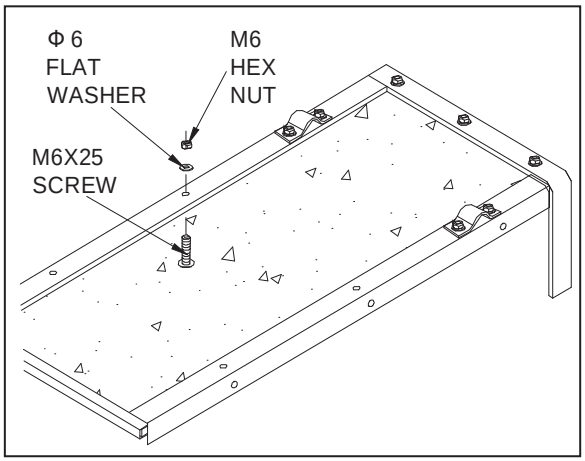

FIGURE 4
6. Secure both side angle assemblies to the bottom panel using four M6X25 screws, flat washers and hex nuts. **Only finger tighten until all four screws are in place**, then tighten securely. See figure 4.